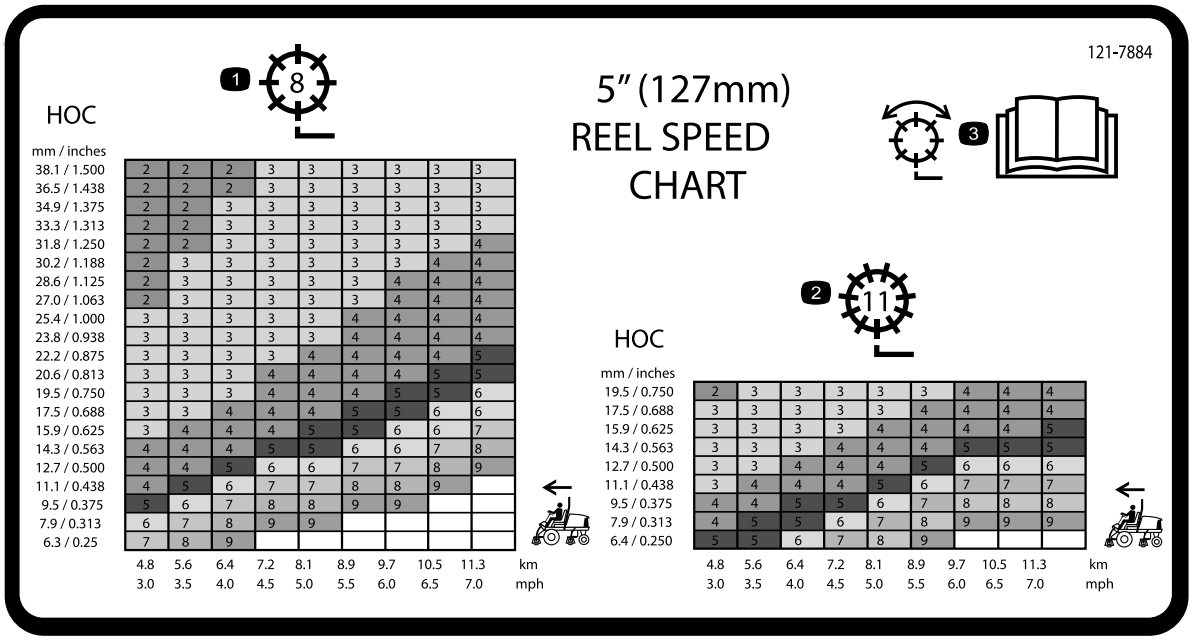
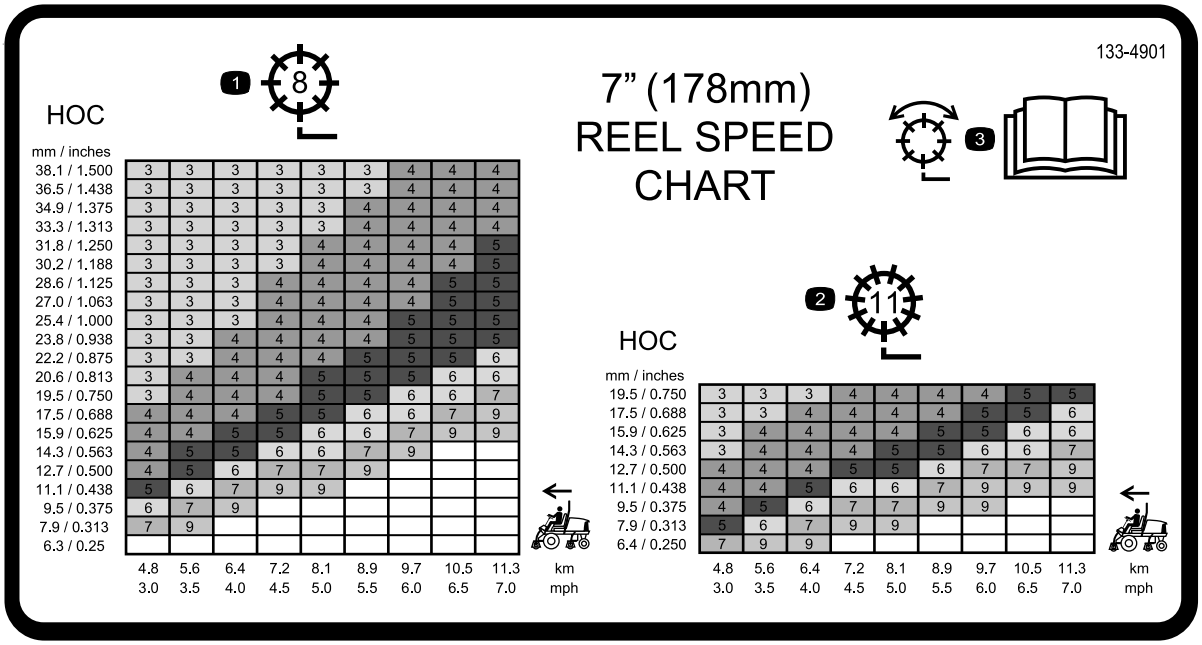

Figur 35
Figur 36
3. Bestäm korrekt hastighet för cylindrarna genom att använda kurvan på dekalen med tabellen över cylinderhastighet (Figur 35 och Figur 36).